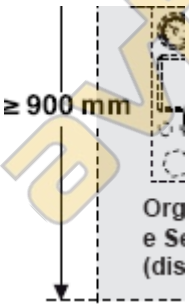

рис. 5.1
- при установке соблюдайте минимальные расстояния, указанные на рис. 5.1, а также, в случае установки котлов в каскад, соблюдайте расстояния, предусмотренные местными нормами;